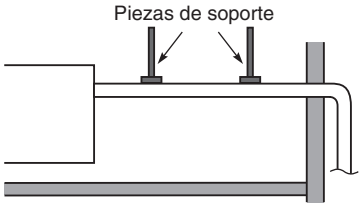

Fig. 3-13
- No aplique fuerza a las tuberías del lado de la unidad cuando conecte el tubo de drenaje. El tubo no debería poderse colgar sin soporte desde su conexión con la unidad. Fije el tubo a una pared, bastidor u otro soporte lo más cerca posible de la unidad. (Fig. 3-13)